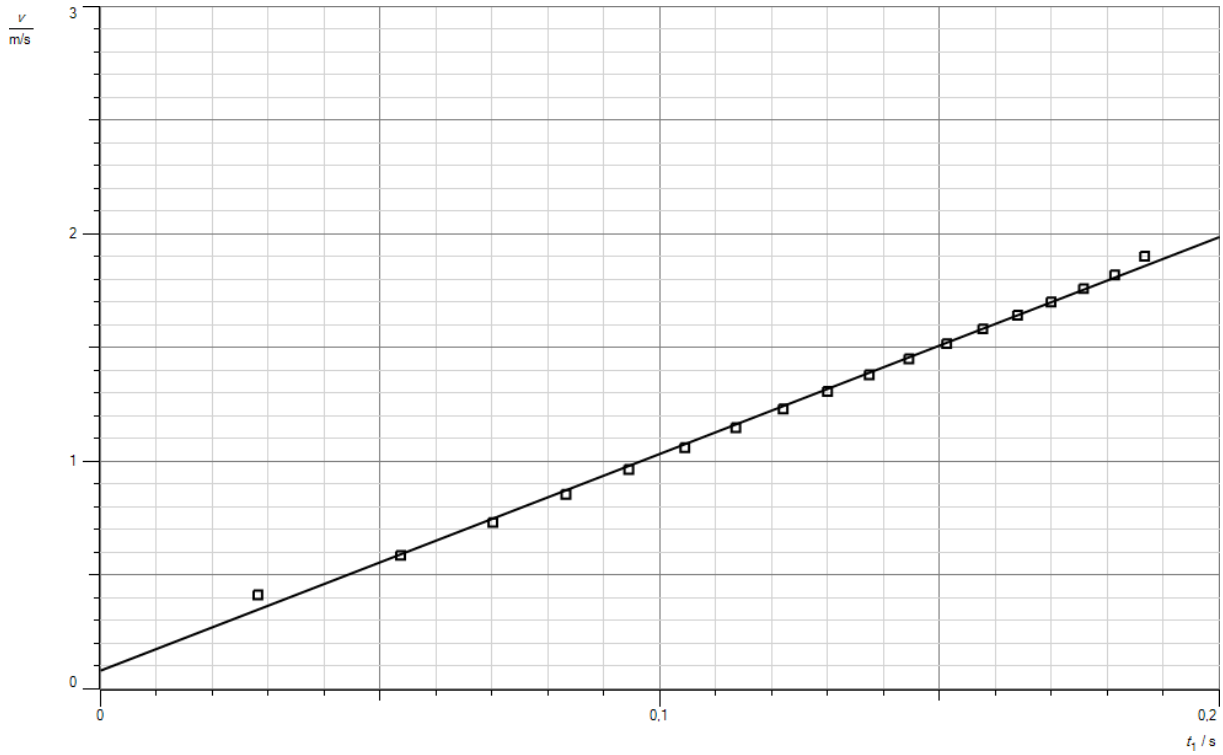

Abb.2: Geschwindigkeit-Zeit-Diagramm
c. Die Geschwindigkeitsmesswerte verteilen sich sehr gut um die Ausgleichsgerade (s. Abb.2). Die Steigung beträgt c_2 = 9,53 m/s^2. Die Gerade geht nicht exakt durch den Nullpunkt, da man die g-Leiter nicht genau im Startpunkt platzieren kann, ohne die Zeitmessung auszulösen. Beim 1. Messwert besitzt die g-Leiter daher bereits eine geringe Geschwindigkeit.